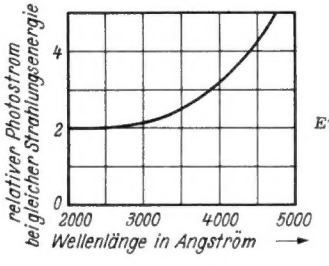

Bild 2. Spektrale Empfindlichkeit des Vidicons
Das Vidicon ist außerordentlich empfindlich, entsprechend den fotoelektrischen Eigenschaften des Selens auch im Ultraviolletten (UV), wie **Bild 2** zeigt. Sie führte zur Entwicklung des UV-Bildwandler-Mikroskops von Zworykin[3]), das im folgenden beschrieben werden soll.